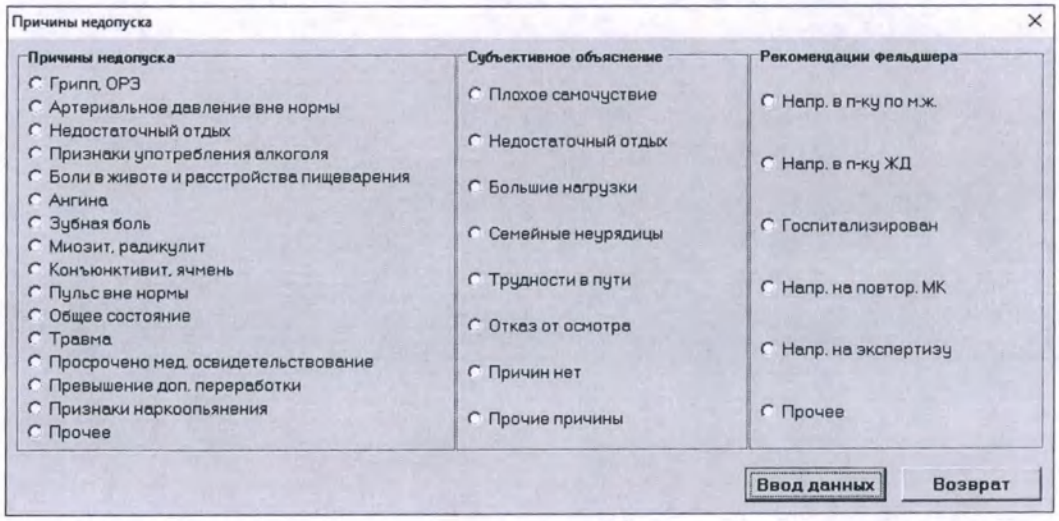

Рисунок 8.18
2.4.12.15 Если принято решение о недопуске обследуемого работника, нажмите кнопку «Не допущен». В случае выбора кнопки «Не допущен» появится форма: «Причины недопуска» (рисунок 8.18), в которой с помощью курсора мыши следует отметить по одному пункту в каждой из следующих трех групп: «Причины недопуска», «Субъективные объяснения» и «Рекомендации фельдшера». Отметив необходимые пункты, нажмите кнопку «Ввод данных».